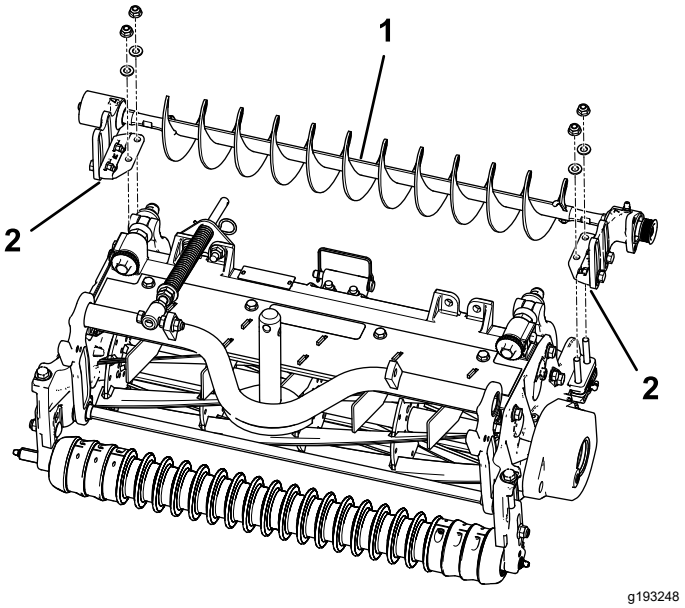

**Рисунок 10**
4. Установите монтажные кронштейны узла правой или левой щетки катка в сборе на болты кронштейна катка (Рисунок 10).